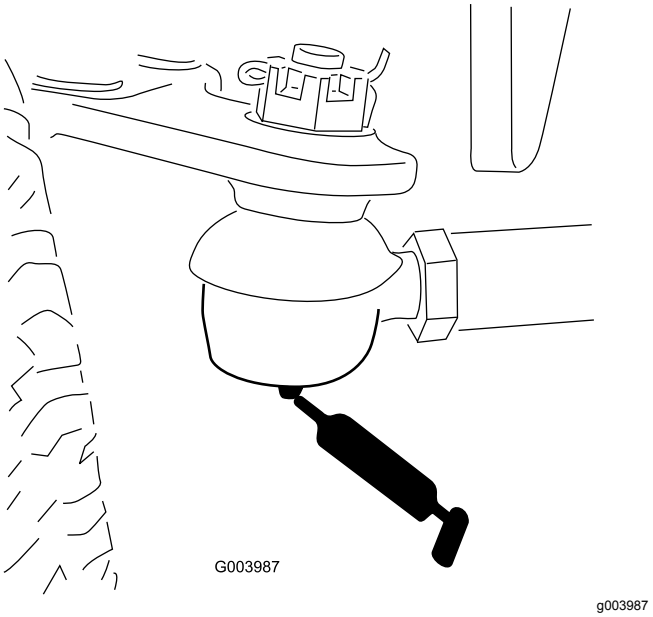

Figur 76
- Bagakslens forbindelsesstang (2) (Figur 76)